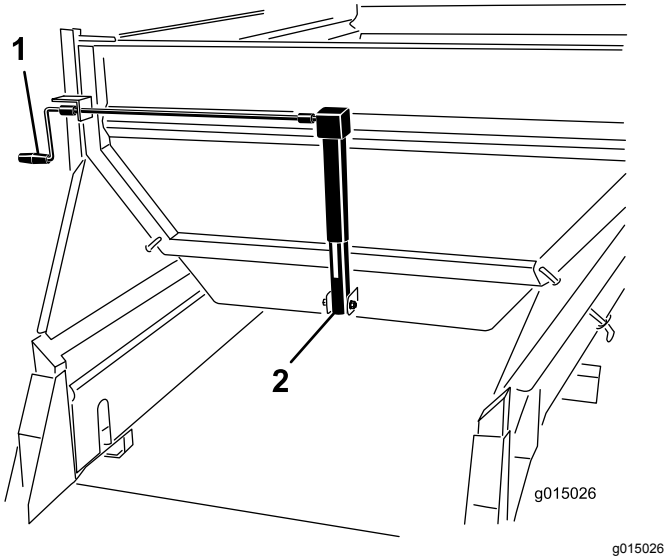

Figur 45
Drej håndtaget for at justere porten (Figur 45), indtil pilen er i midten af den ønskede farve (i dette tilfælde gul).
1. Drej håndtaget for at justere porten (Figur 45), indtil pilen er i midten af den ønskede farve (i dette tilfælde gul).